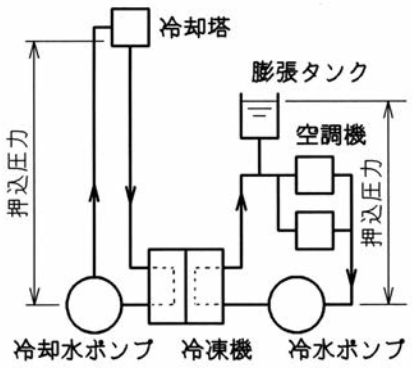
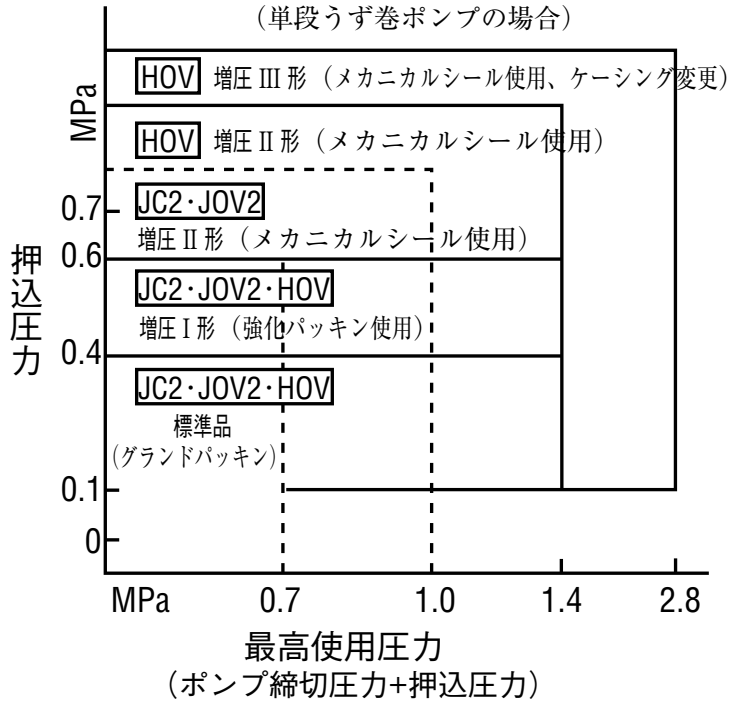

図１　押込配管の例
図２　押込圧力によるポンプ選定の目安
■空調用設備において、図１に示すようにポンプおよび関連機器の設置場所の関係でポンプの吸込側に高い押込圧力がかかる場合があります。この押込圧力によってはポンプ仕様を変えなければならない場合がありますので（図２）、ポンプを選定するときは必ず押込圧力値を確認してください。